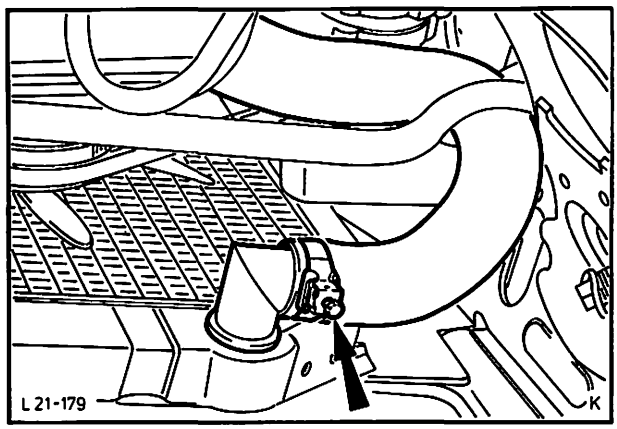

Abb. 260 Kühlerschlauch vom Kühler entfernen
1. Batterie-Massekabel abklemmen. Kühlflüssigkeit in Auffangwanne ablassen, dazu Kühlerschlauch unten vom Kühler, Abb. 260, und oben vom Wasserauslaßstutzen-Motor entfernen.